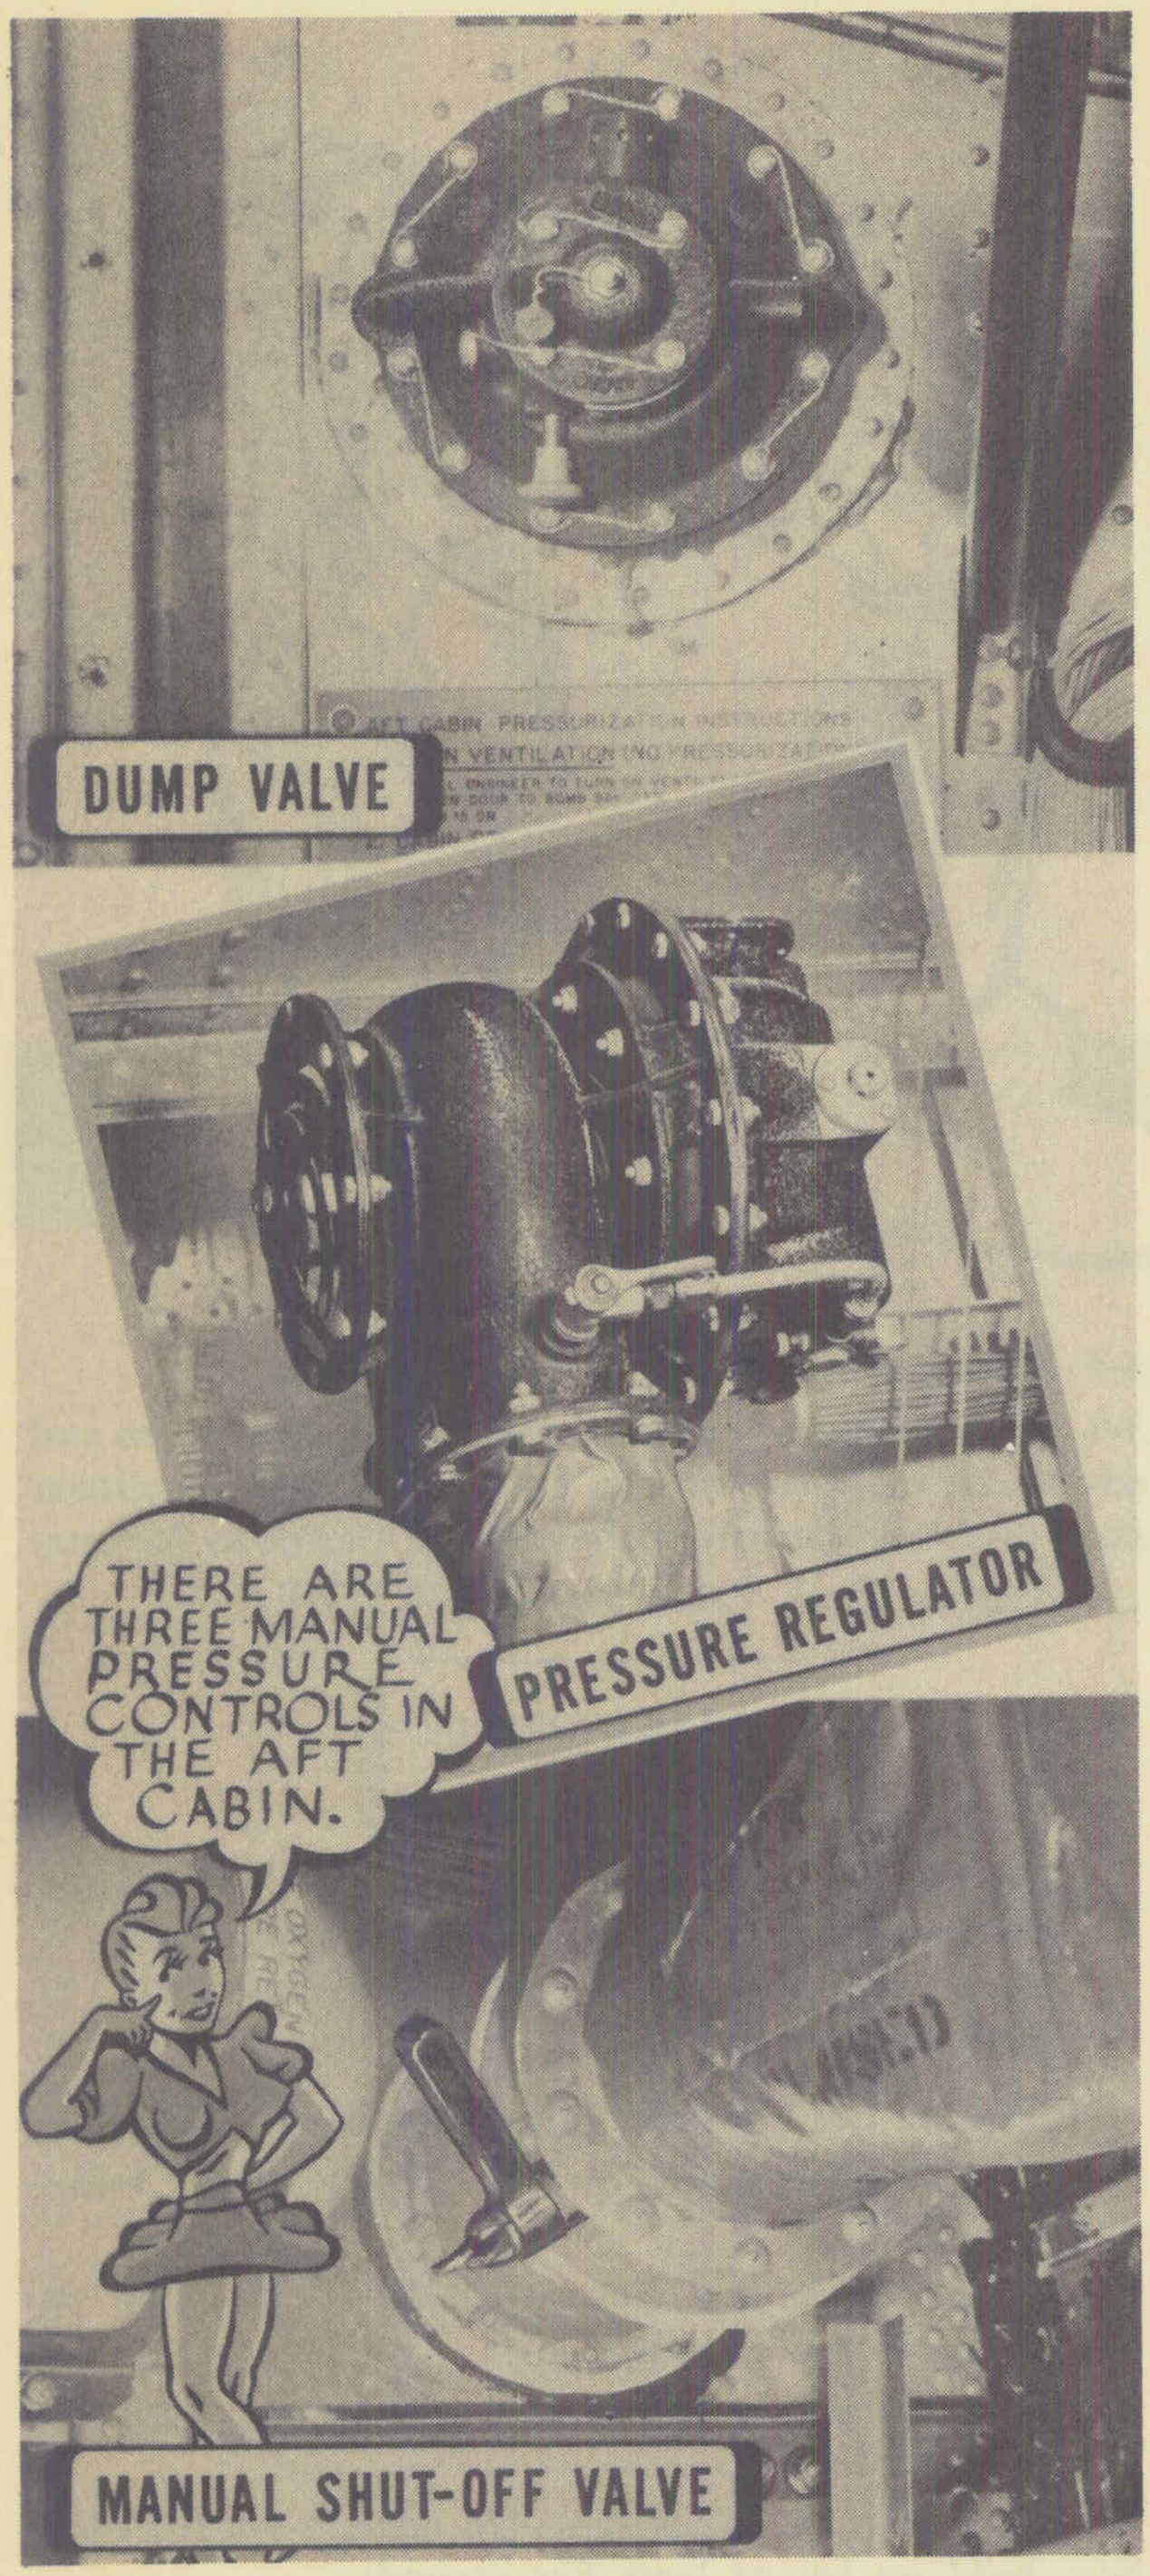

Figure 3-1. Aft Cabin Manual Pressurization Controls (On Forward Wall of Aft Cabin)
g. Crew—Aft Cabin Manual Pressure Shut-off Valve (figure 3-1)—"OFF," if necessary.
e. Crew Member—Pressure Dump Valves (figures 3-1 and 3-4)—Operate forward valve for two-minute dump; operate both valves for faster release.